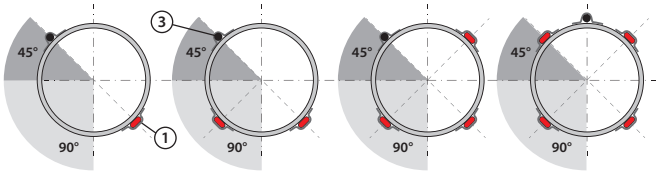

Fig. 2
5. Rette linjer og sensor må monteres som vist i Fig. 2. Kabler som skal vikles rundt røret festes som vist med aluminiumstape for hver meter rør.